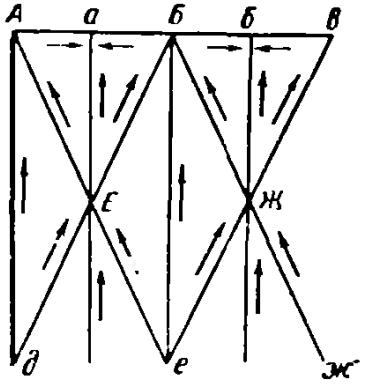
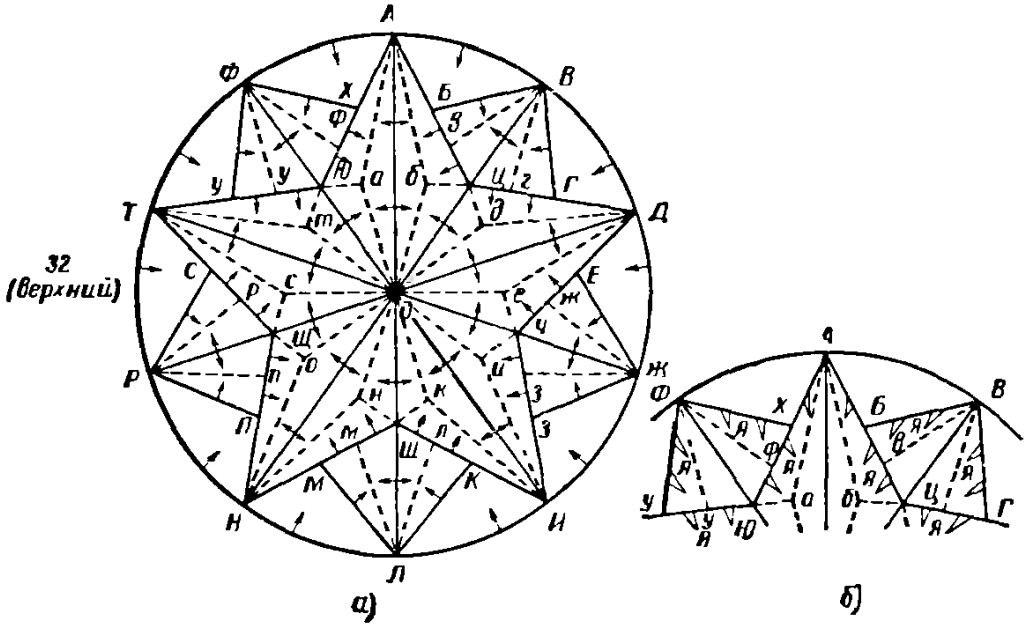
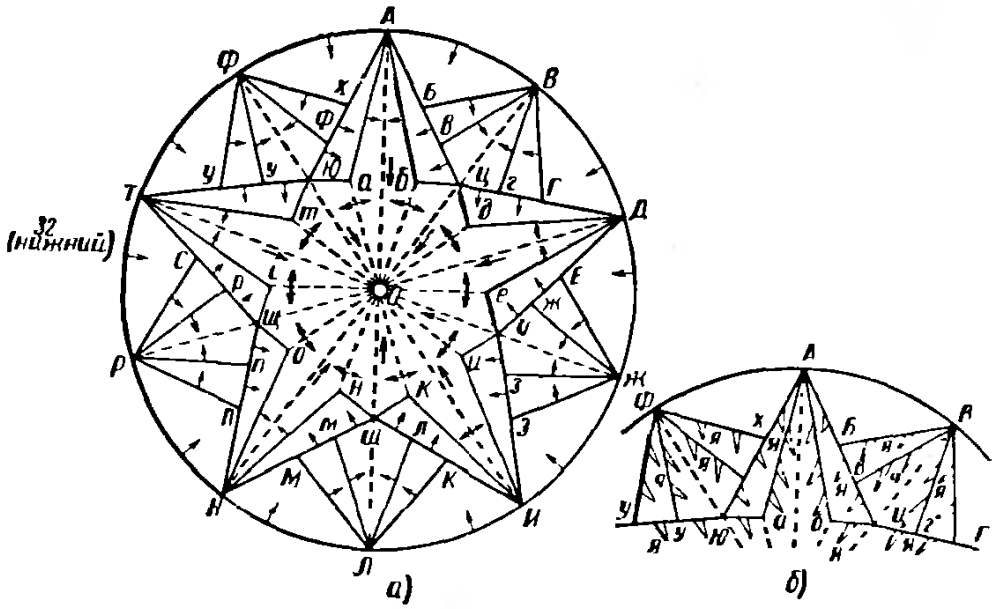

Рис. 32
Рис. 37
Рис. 38
На рис. 32 жирными линиями показаны наколы, которые нужно сделать в каждой фигуре. Стрелки показывают направление углублений наколов.
При резьбе рис. 37 (верхний на рис. 32 учебной доски) используют ножи *№ 1, 2, 3 к* стамеску *№ 1.*
Техника резьбы рис. 37 следующая:
1) направить острый конец стамески *№ 1* в точку *а* и сделать наколы глубиной 3 *мм* по линиям *аА, аО, аЮ* (рис. 37,а);
25) ножом *№ 2* сделать надрезы я глубиной 0,5 *мм* на острых гранях звезды (рис. 37, б).
При резьбе рис. 38 (нижний на рис. 32 учебной доски) используют ножи № *1, 2, 3* и стамеску *№ 1.*
Техника резьбы рис. 38 следующая:
1) направить острый конец ножа № 1 поочередно в точки *А, Д, И, Н, Т* и сделать вертикальные надрезы по линиям *АО, ДО, ИО, НО, ТО* так, чтобы линии надрезов углублялись к точке *О*. Концы надрезов у точки О должны оказаться углубленными на 3 *мм* (рис. 38, *а);*
Наколы по линиям *БА, БВ, ГВ, ГД* и т. д., а также вырезание треугольников *АБВ, ВГД, ДЕЖ* и т. д. сделать так, как это указано в пп. 20—24 для рис. 37;
20) ножом *№ 2* сделать надрезы я глубиной 0,5 *мм* на острых гранях звезды (рис. 38, б);
9) по окончании резьбы в центр звезды вклеить полушар диаметром 2 *мм* (см. пп. 21—24 к рис. 38).
11) по окончании резьбы в центр четырехконечной звезды вклеить полушар диаметром 2 *мм* (см. пп. 21—24 к рис. 38).
Восьмиконечная звезда, расположенная в правой нижней части рис. 33 учебной доски, вырезается так же, как нижняя звезда рис. 32 учебной доски (см. рис. 38 в тексте).